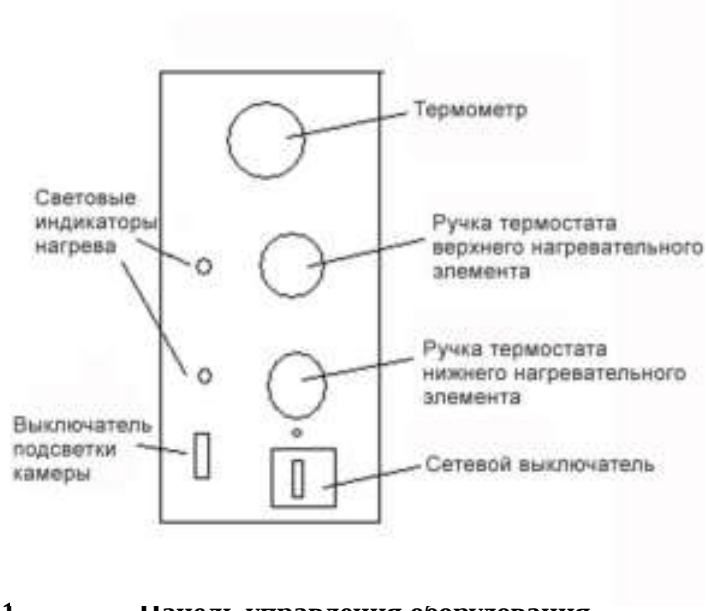

Рис.1. Панель управления оборудования
2. Включите оборудование в сеть при помощи сетевого выключателя (см.рис.1).